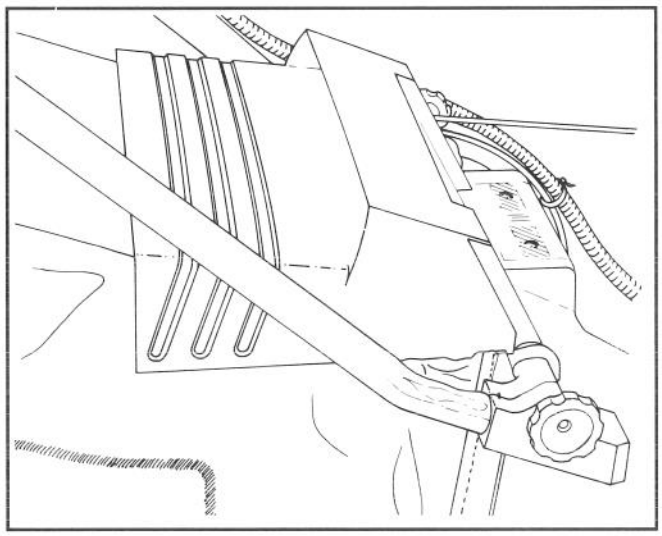

Afbeelding 5
2. Laat de kokerdeur op zak rusten (Afb. 5).